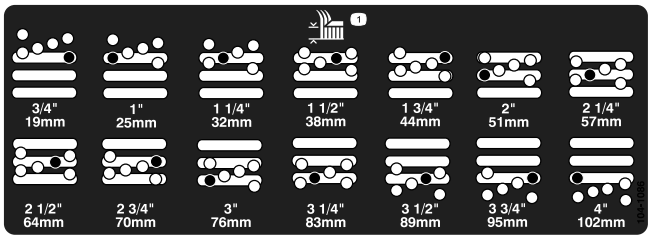

图 18
5. 将切割腔移至所需的剪草高度然后将隔片安装至指定的剪草高度孔和槽图 18。